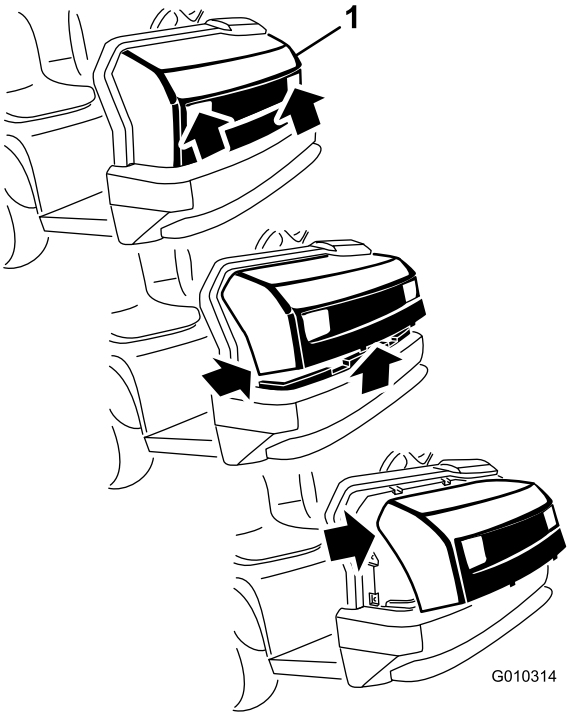

Figur 35
1. Fatta tag i strålkastaröppningarna på motorhuven och lyft huven uppåt så att de nedre monteringstapparna lossnar från ramspåren (Figur 35).
2. Sväng huvens nedre del uppåt tills de övre monteringstapparna kan dras ut från ramspåren (Figur 35).
3. Sväng huvens övre del framåt och koppla loss ledningskontakterna från strålkastarna (Figur 35).